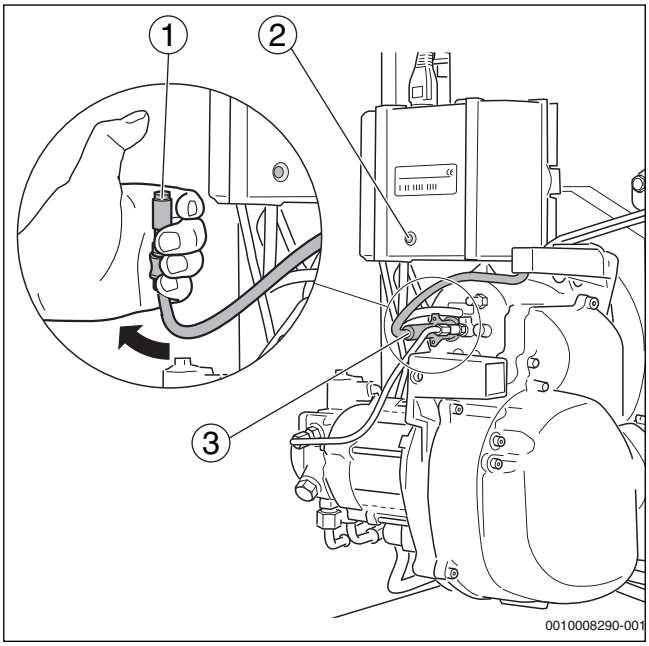

*Bild 26 Flammenfühler auf Funktion prüfen*
- Flammenfühler bei laufendem Brenner am vorgesehenen Griff aus der Halterung ziehen (→Bild 26, [3])
- Flammenfühler gegen Licht halten (→Bild 26, [1]). Es muss nach Wiederanlauf eine Störabschaltung erfolgen.
- Nach einer Wartezeit von ca. 30 Sekunden den Feuerungsautomat durch Drücken der Reset-Taste (→Bild 26, [2]) entriegeln.